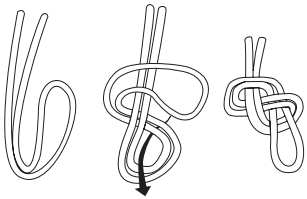

Figura 4
2. Dopo che la prima persona o le prime persone hanno raggiunto il suolo e sono state sganciate dall'equipaggiamento, agganciare la successiva persona alla fune traente (che pertanto diventa la fune di salvataggio) utilizzando il moschettone all'estremità o eseguendo un nodo a otto (vedi figura 4 se la lunghezza dell'equipaggiamento non dipende dal luogo, a seconda della lunghezza della fune e dell'altezza di discesa).